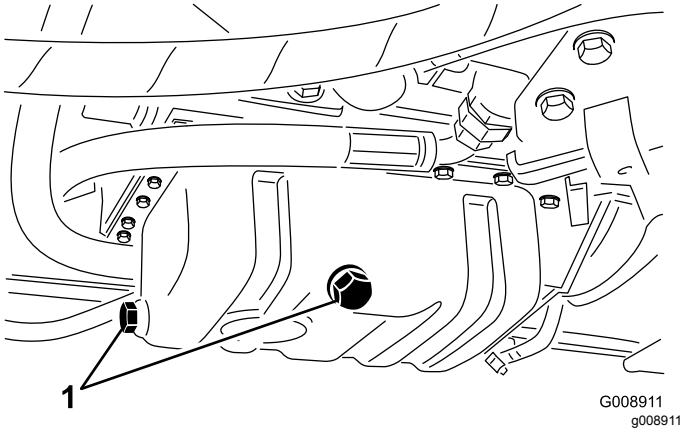

Figur 63
1. Fjern en af aftapningspropperne (Figur 63) og lad olien løbe ned i dræningsbakken. Når olien holder op med at løbe, skal aftapningsproppen sættes på plads.